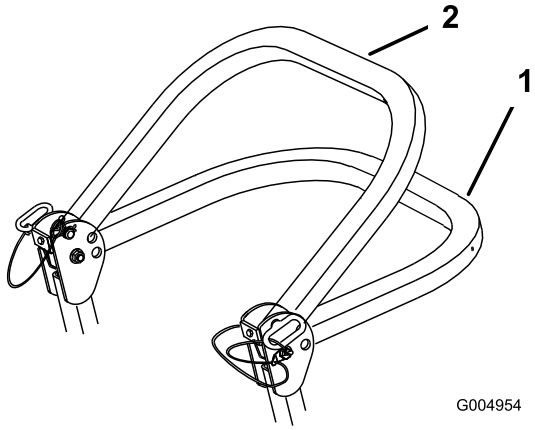

Figuur 8
2. Klap de rolbeugel omlaag. De rolbeugel kan in 2 standen omlaag worden geklapt. Zie Figuur 8 voor deze standen.